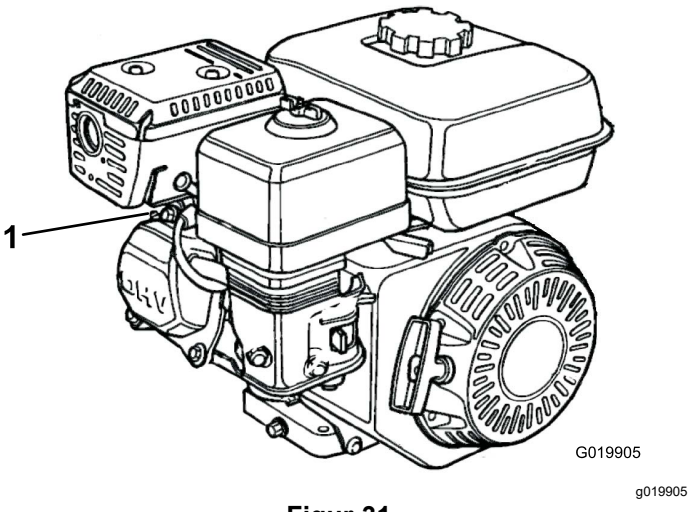

Figur 31
2. Kobl tændrørskablet fra tændrøret (Figur 31).